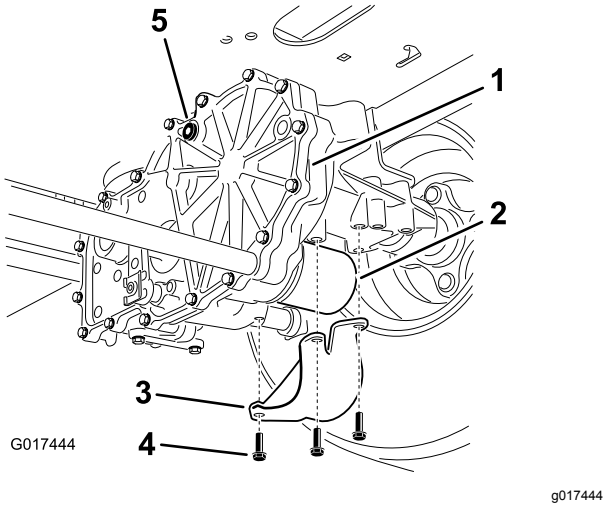

Bild 73
2. Ermitteln Sie den Filter und die Schutzvorrichtungen an jedem Getriebe (Bild 73).
3. Entfernen Sie die drei Schrauben, mit denen die Filterschutzvorrichtung und die Schutzvorrichtung befestigt sind (Bild 73).